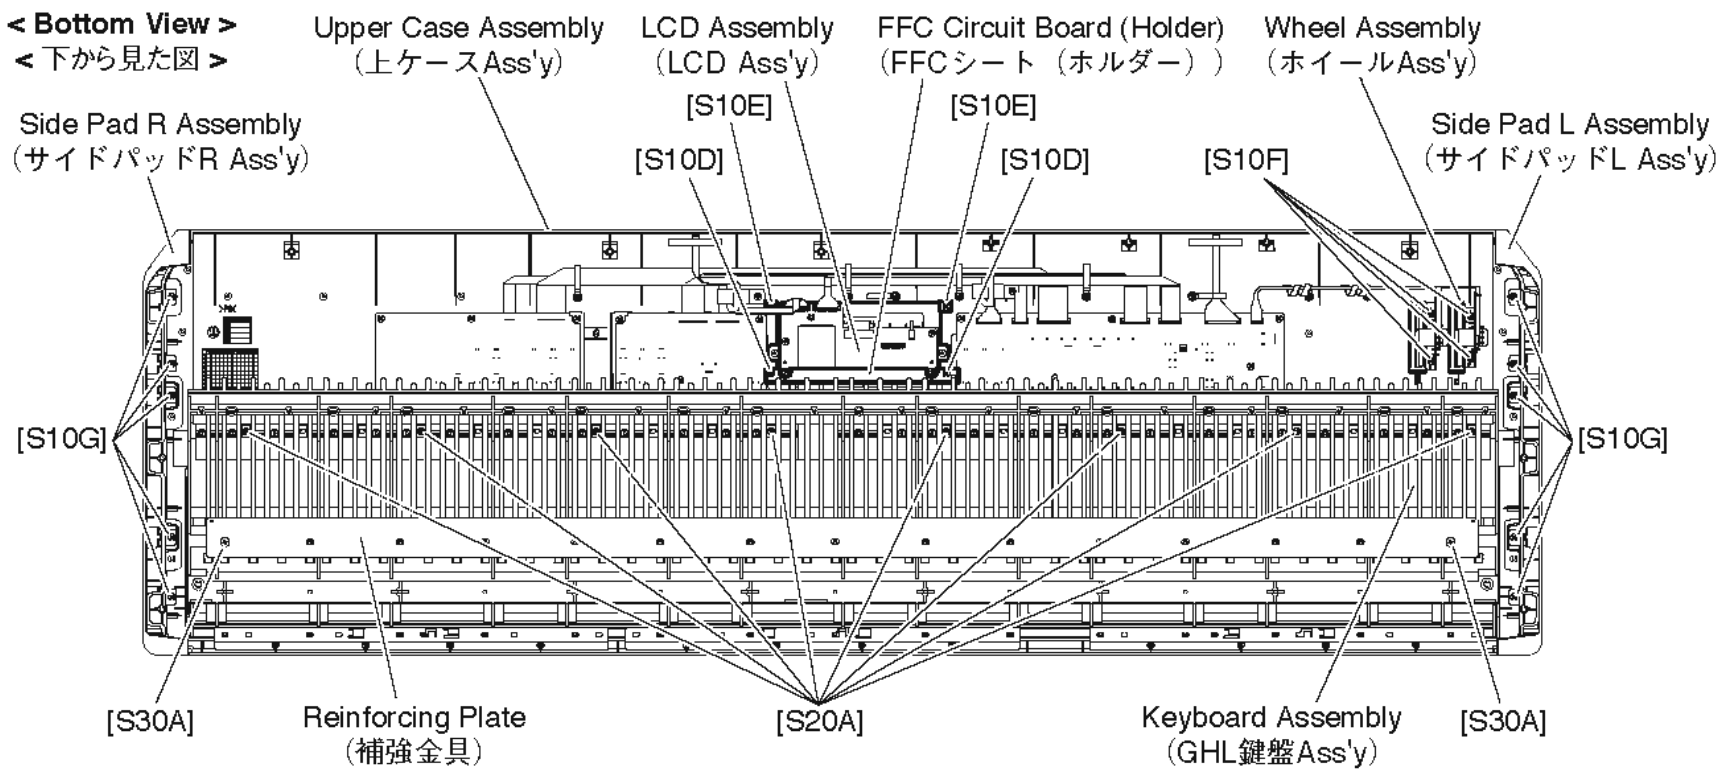

Fig.6（図 6）
6-2 Each assembly can be removed by removing its fixing screws as listed below. (Table 2, Fig.6)
6-2 次のネジを外すことにより、アッセンブリを外すことができます。(表 2、図 6)
*1 Remove the two (2) screws marked [S10D]. The FFC circuit board (as a holder) can then be removed. (Fig.6)
*2 Remove the two (2) screws marked [S30A]. The reinforing plate can then be removed. (Fig.6)
*1 [S10D]のネジ2本を外して、FFCシート（ホルダー）を外します。(図6)
*2 [S30A]のネジ2本を外して、補強金具を外します。(図6)